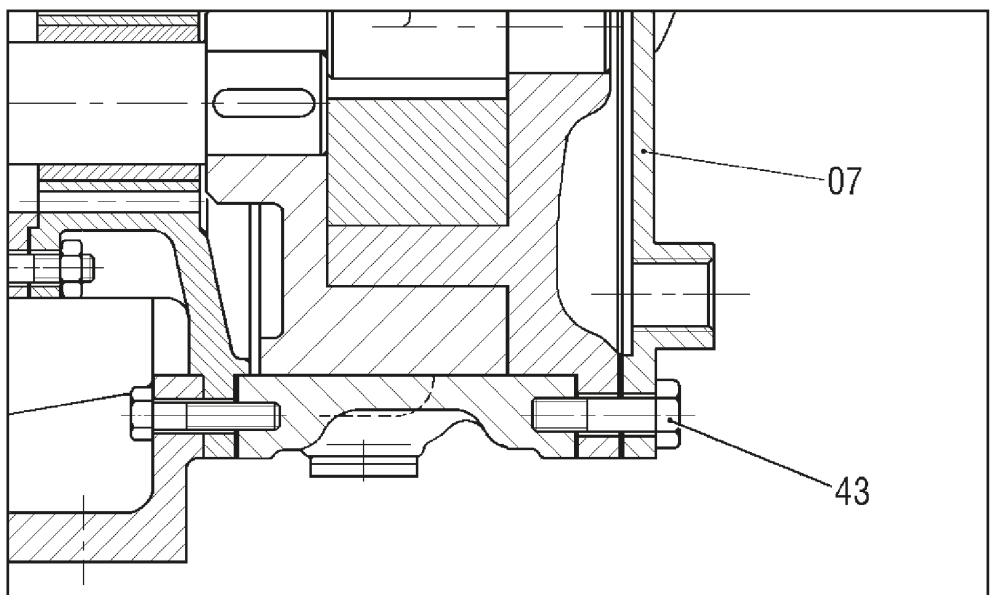

fig. 12
- ☐ Se la pompa è dotata di camera di riscaldamento sul coperchio (07), questa si separerà dal coperchio non appena rimossi i bulloni (43) (fig.12).